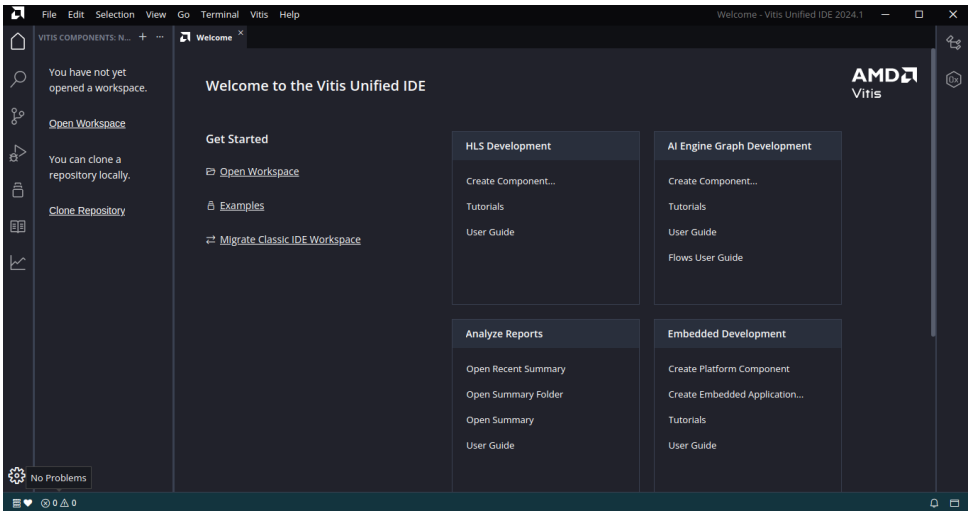

Figure 17: Vitis Window
1. Launch Vitis normally or launch it from Vivado by going to **Tools** then **Launch Vitis IDE**. Vitis window looks as figure 17.